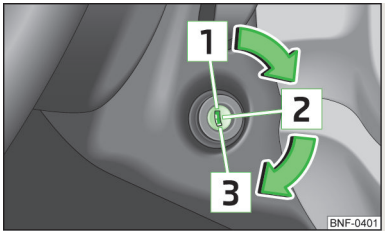

Fig. 68
- When driving, the ignition key must always be in the position 2 » Fig. 68 on page 68 (ignition switched on) without the engine running. This position is indicated by the warning lights coming on. If this is not the case, this could result in unexpected locking of the steering wheel – risk of accident!
- The starter must only be operated when the engine is not running and the vehicle is at a standstill. The starter or engine can be damaged if the starter is activated when the engine is running 3 » Fig. 68 on page 68.
If the **steering is locked** and the key cannot or can only be turned with difficulty into position 2 » Fig. 68 , move the steering wheel back and forth and the steering lock unlocks.
› Switch on the ignition 2 » Fig. 68 on page 68.
Switch off the engine by turning the ignition key into position 1 » Fig. 68 on page 68.